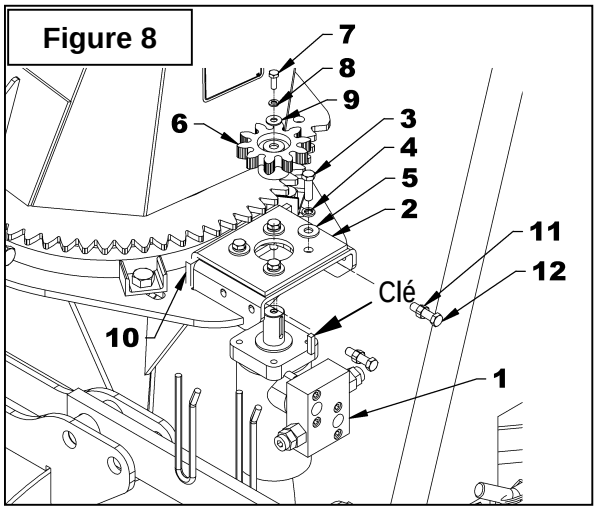

Figure 8
1. **Figure 8**: Installer le moteur (item 1) en plaçant la plaque d'ancrage (item 2) par-dessus tel qu'illustré. Fixer à l'aide de quatre boulons 3/8"NC x 1 1/4" (item 3), des rondelles de blocage et des rondelles plates (items 4-5). Serrer les boulons à la main.
2. **Figure 8**: Installer l'engrenage (item 6) avec la clé, le boulon 1/4" x 3/4" (item 4), la rondelle de blocage et la rondelle plate (items 8-9) . Serrer le boulon selon la *"Table de Spécification des Couples"* à la fin du manuel.
3. **Figure 8**: Insérer le fer plat d'ancrage (item 10) entre la plaque d'ancrage (item 2) et le support de moteur tel qu'illustré. Visser les écrous 3/8" (item 11) au maximum sur les deux boulons 3/8"NC x 1 1/2" (item 12). Installer ces deux boulons (item 12) en les vissant dans le fer plat d'ancrage (item 10).